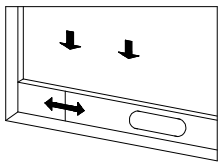

Figure2
1). Entrouvrez la fenêtre, et installez la plaque de fermeture (comme indiqué sur les Figures 2 et 3); la plaque peut être installée à l'horizontale ou à la verticale.